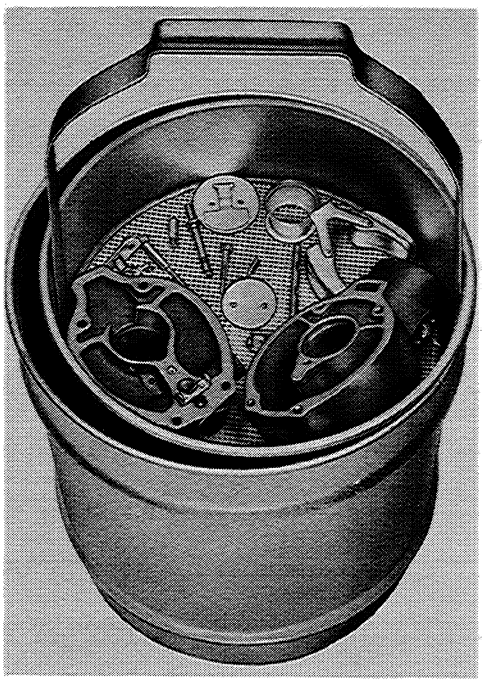

Figure N-23
15. The carburetor parts are now ready for cleaning. Place all parts to be cleaned in a good parts cleaning solvent such as "Bendix Speed Clene" and let them soak until all dirt, gum and varnish have been removed from the parts, Figure N-23.